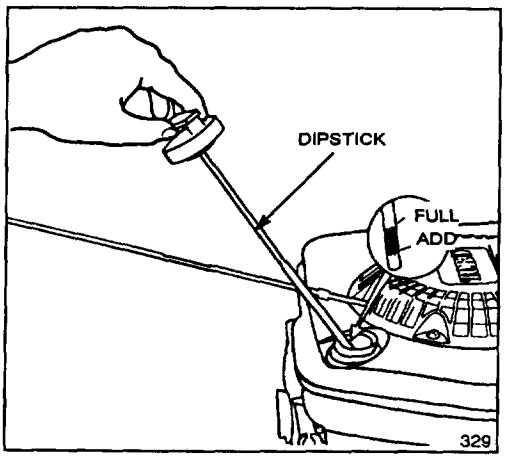

Figure 4
Before each use, ensure oil level is between FULL and ADD marks on dipstick (Fig. 4). Add oil if level is at or below ADD mark.
3. Wipe dipstick and insert it into filler neck. Rotate cap clockwise. Then remove dipstick and check level of oil on side of dipstick with FULL and ADD marks (Fig. 4). If level is low, add only enough oil to raise level to FULL mark on dipstick. **DO NOT FILL ABOVE FULL MARK BECAUSE ENGINE COULD BE DAMAGED WHEN STARTED. POUR OIL SLOWLY.**
1. Clean around fuel tank cap and remove cap from tank (Fig. 4). Using unleaded gasoline, fill fuel tank to within 1/4" to 1/2" (6 to 13 mm) from top of tank, not into filler neck. Do not fill tank full.